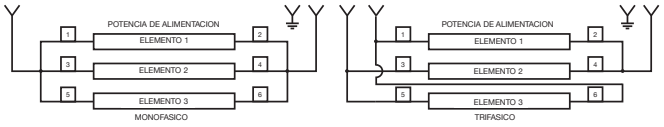

Figura 6
7. Proceder a la sección de cableado (ver la figura 6).
7. Pasar a la sección de cableado (ver la Figura 6).
Referirse a la Figura 6 y proceder como sigue.
1. Conectar el cableado del calentador al cableado de suministro de electricidad según se muestra en la Figura 6.